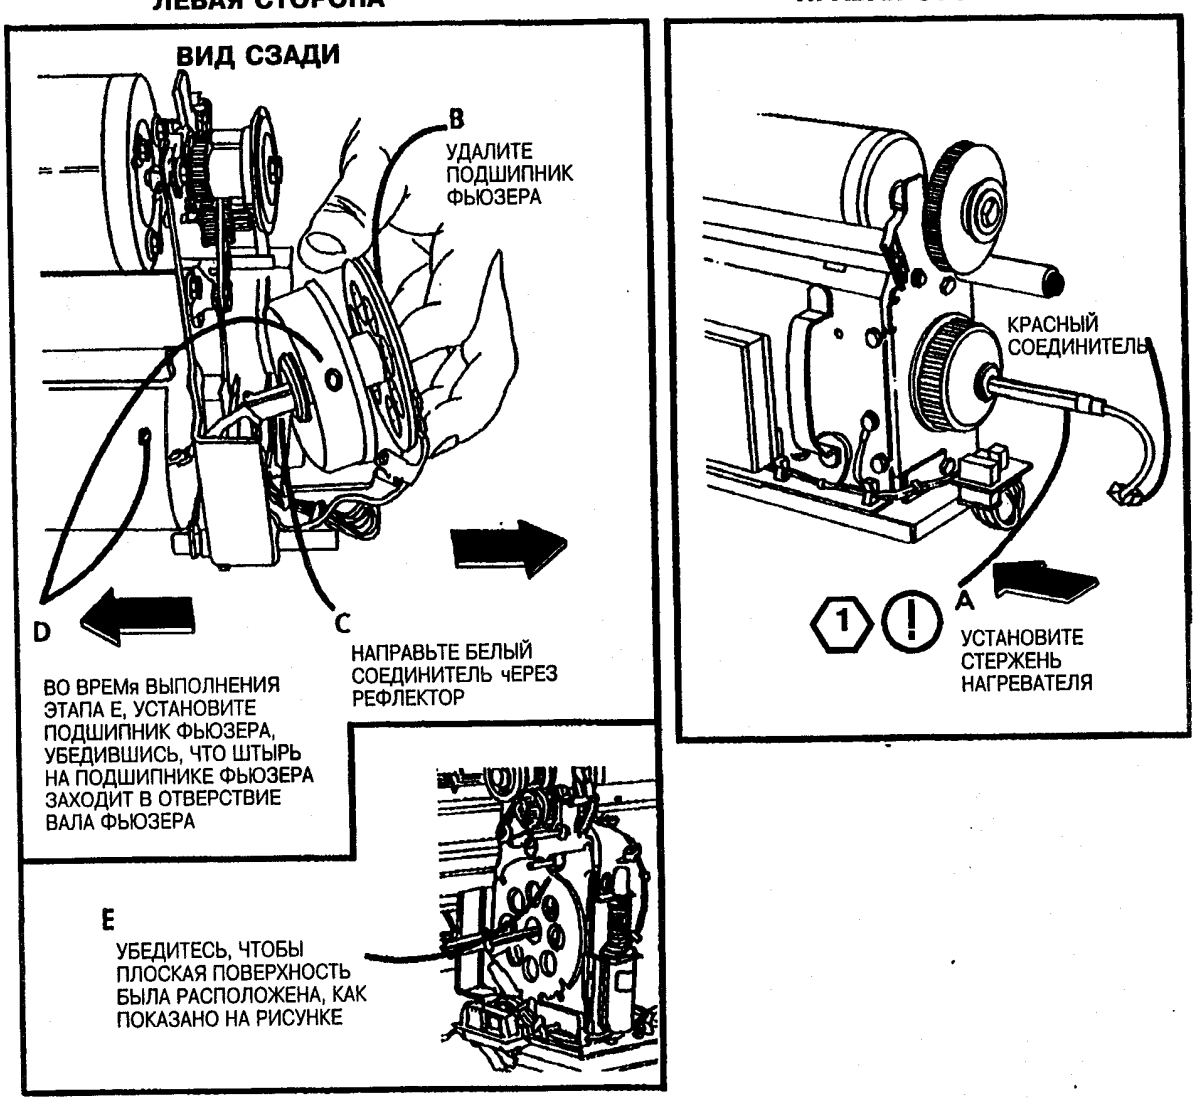

Рис. 6. Установите стержень нагревателя
1. (Рис. 6): Установите стержень нагревателя.